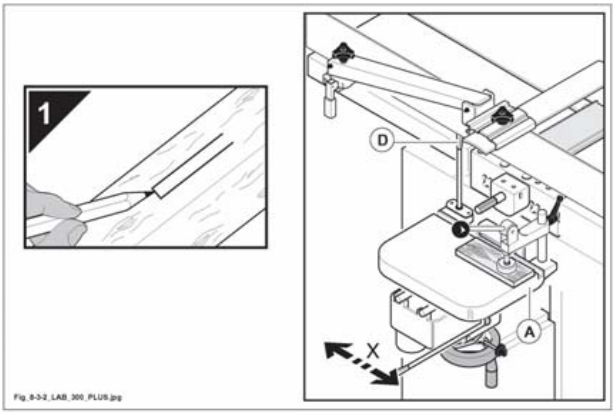

Fig. 8.3-2
- segnare a matita sul pezzo la zona della cava da eseguire (1 fig. 8.3-2).
- Provare la corsa trasversale tramite leva (D fig. 8.3-2) in funzione della cava da eseguire e registrare di conseguenza la battuta laterale tramite il pomello sotto il piano (A fig. 8.3-2).
per le bedanature occorre eseguire una serie di fori vicini, poi facendo traslare il piano tramite la leva (D fig. 8.3-2), si pulisce completamente l'interno della cava.